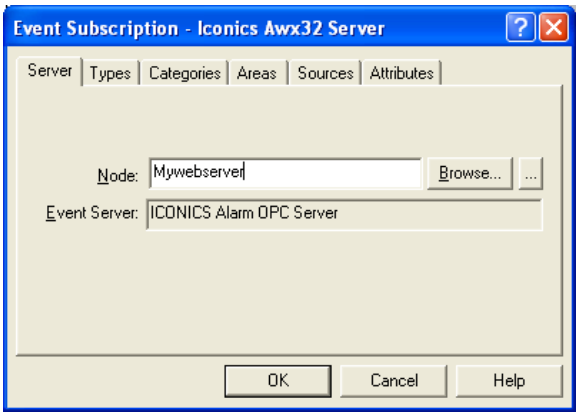

Figure L5.6: Subscription Node Settings
3. Enter the node name of your server (in this example MyWebServer) into the **Node** field, as shown in **Figure L5.6.**